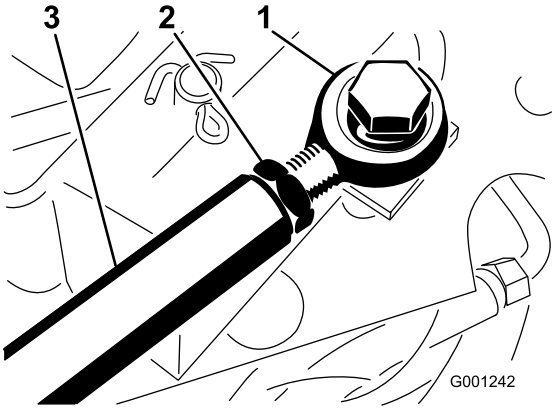

Figur 67
3. Justera drivstången om mer justering krävs (Figur 67), enligt följande: